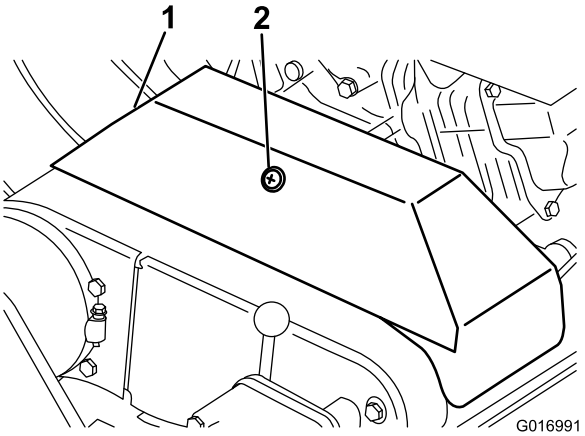

Figur 32
3. Løsne på holderen som fester V-remdekslet, og vri til dekslet åpner seg (Figur 32).